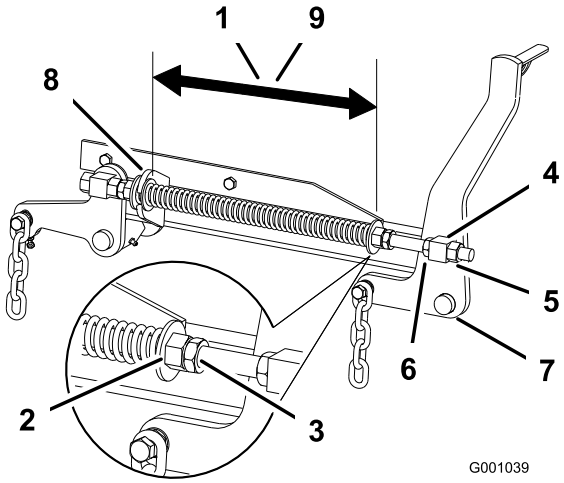

**Figuur 83**
2. Controleer de afstand tussen de twee grote ringen; deze moet 28,2 cm bedragen bij een 132 maaidek en 26,7 cm bij een 152 cm maaidek (Figuur 83).
3. U kunt deze afstand instellen door de contramoer van de veer los te draaien en vervolgens te draaien aan de moer op de voorkant van elke veer (Figuur 83). Als u de moer rechtsom draait, wordt de veer korter; als u de moer linksom draait wordt de veer langer.
4. U borgt de moer in deze stand door de contramoer van de veer vast te draaien (Figuur 83).